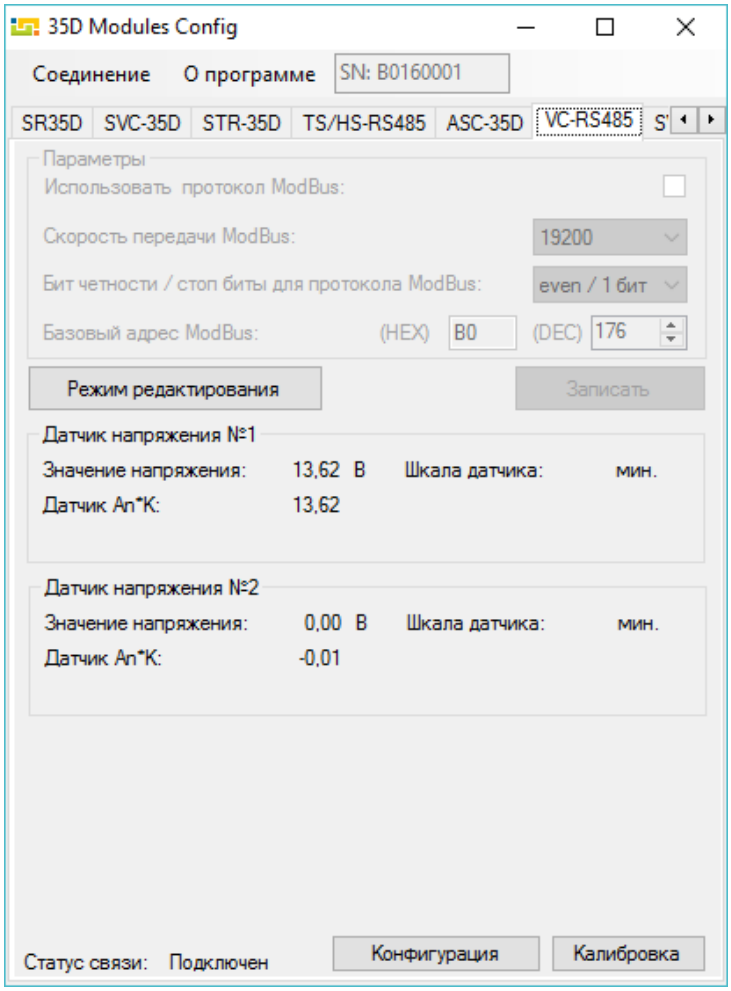

Рисунок 3 – Внешний вид окна ПО 35D_config.exe
- в открывшемся окне (см. рисунок 3) перейдите на вкладку VC-RS485;
Для настройки измерительных каналов подключите датчик к ПЭВМ в соответствии с п.п. **4.8**. После чего, на вкладке VC-RS485 (см. рисунок 3) нажмите на кнопку “**Конфигурация**”. При наличии соединения с датчиком, откроется окно (представленное на рисунке 4) с установленными в датчике параметрами.
Для выбора шкалы измерения напряжения или задания времени усреднения измеряемых датчиком значений параметров подключите датчик к ПЭВМ в соответствии с п.п. **4.8**. После чего, на вкладке VC-RS485 (см. рисунок 3) нажмите на кнопку “**Калибровка**”. При наличии соединения с датчиком, откроется окно (представленное на рисунке 5) с установленными в датчике параметрами.